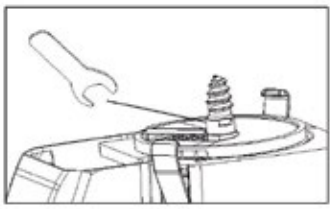

Fig. 5
4) Utilice la llave para desmontar y montar la tuerca de bloqueo, como se muestra en la Fig.5.